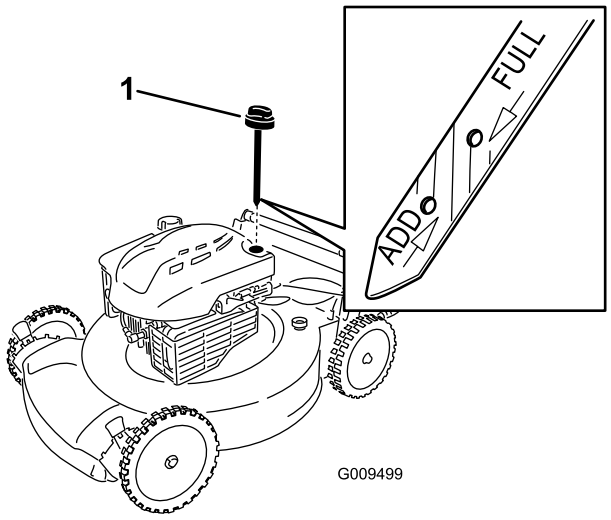

Figur 21
6. Tag målepinden ud af oliepåfyldningsrøret (Figur 21).